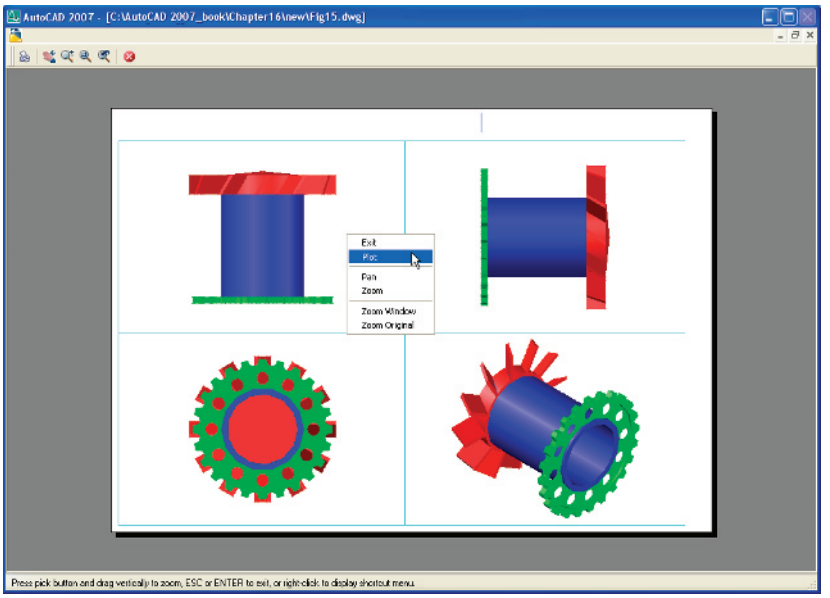

Fig. 16.31 Second example **Multiple view copy** – the **Plot Preview**
3. *Click* the **Layout** button in the status bar. The drawing appears in **PSpace**. A view of the 3D model appears within a cyan-coloured viewport (Fig. 16.31).